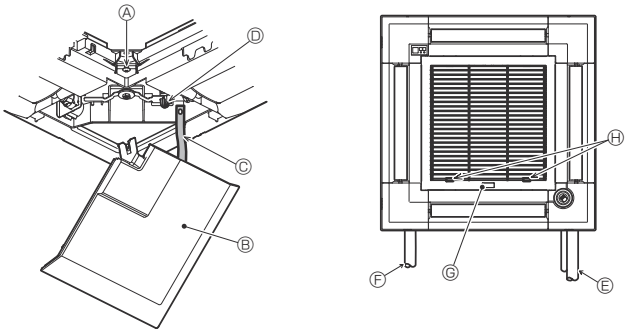

Fig. 9-11
9.5. Installation de la grille d'aspiration (Fig. 9-11)